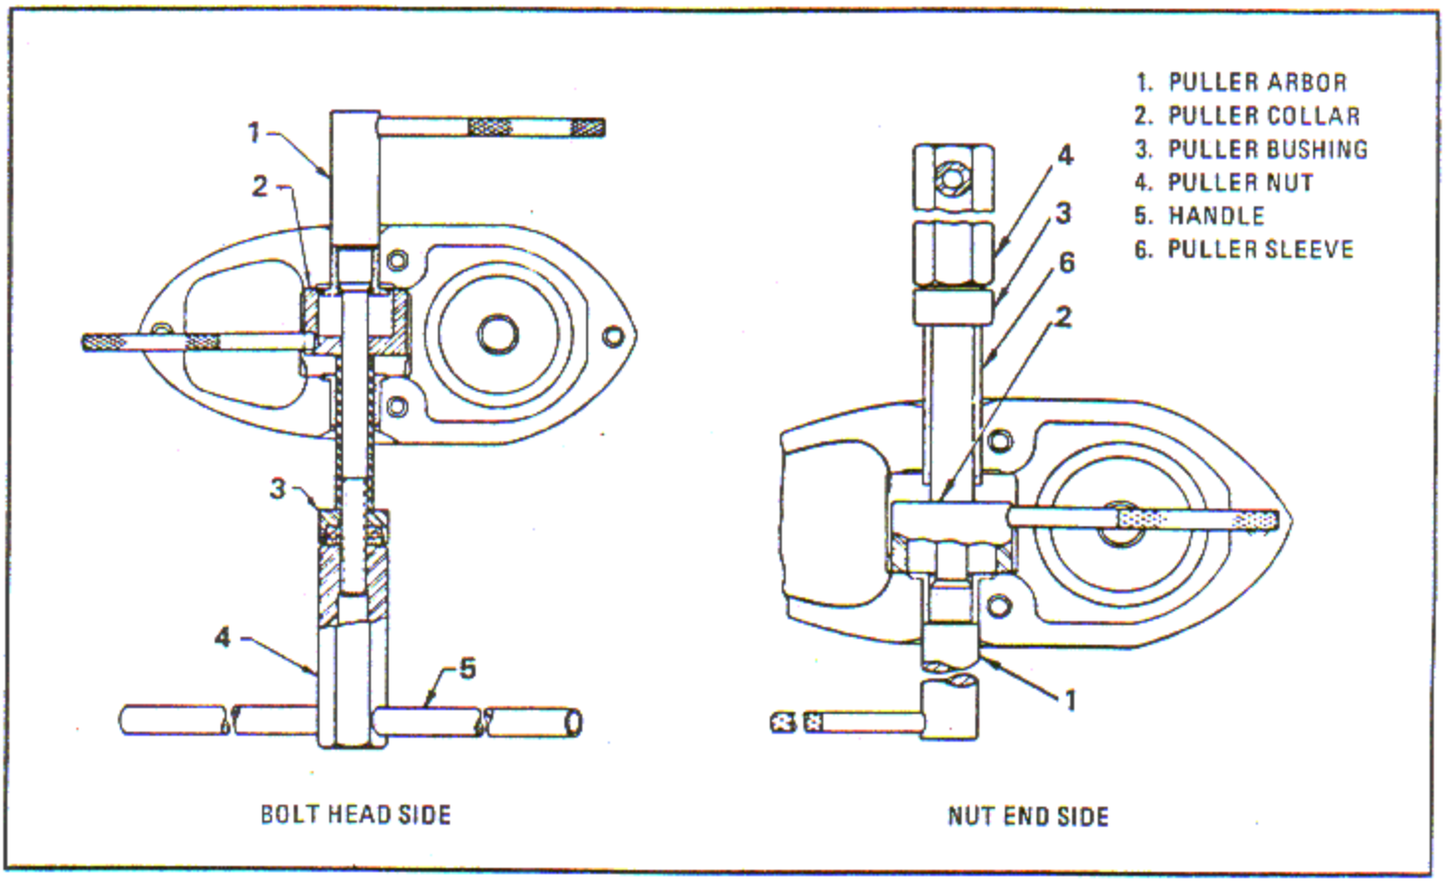

Figure 6-159. Removing Bushing from Bolt Head and Nut End Sides
a. Place collar of puller (2, figure 6-159) between bushings as shown.
b. Insert puller arbor (1) through puller collar and bushing holes.
c. Assemble puller bushing (3) and nut (4) on arbor as shown. Using handle (5), tighten the puller nut until the bushing is removed.
a. Place collar of puller (2, figure 6-159) against opposite bushing.
b. Insert puller arbor (1) through bushing (3), collar, cylinder hole and through puller sleeve (6) as shown.
c. Assemble puller and puller nut (4) on arbor as shown. Using handle (5), tighten the puller nut until the bushing is removed.